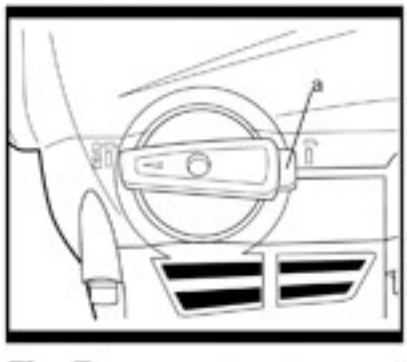
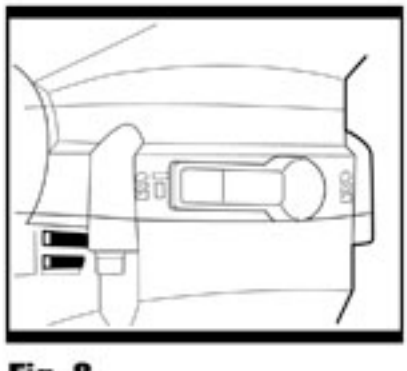

Fig. 7
Fig. 8
7. PERCAGE EN PERCUSSION (Fig. 7 & Fig. 8)